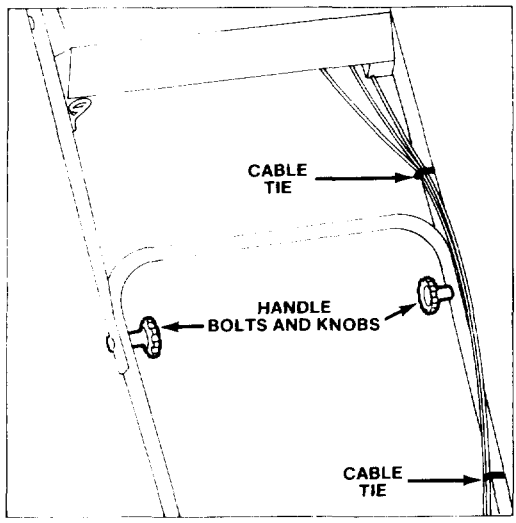

Figure 2
2. UPPER HANDLE (Fig. 2) — Secure upper and lower handles in place with handle bolts and knobs. Control cables must be in front of lower handle cross member. Secure control cables in position with cable ties.